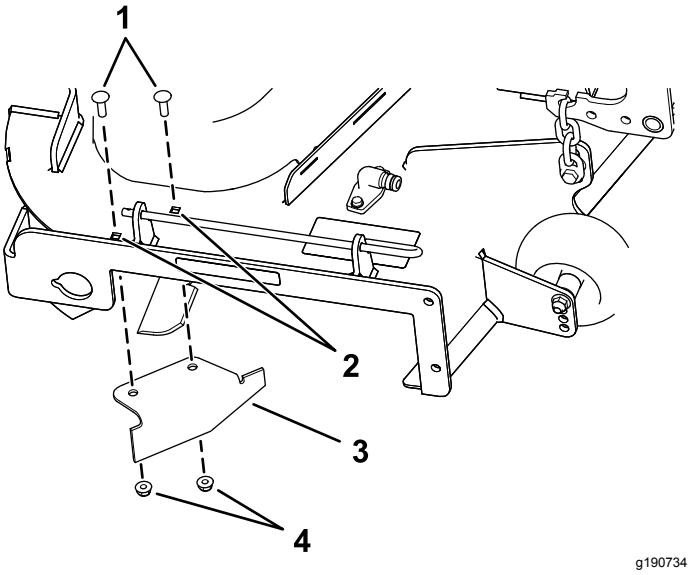

Figur 15
9. Leta reda på kantskärmen i påsen med lösa delar och ta bort fästelementen från avlastningsplattans bakre hål (Figur 15).